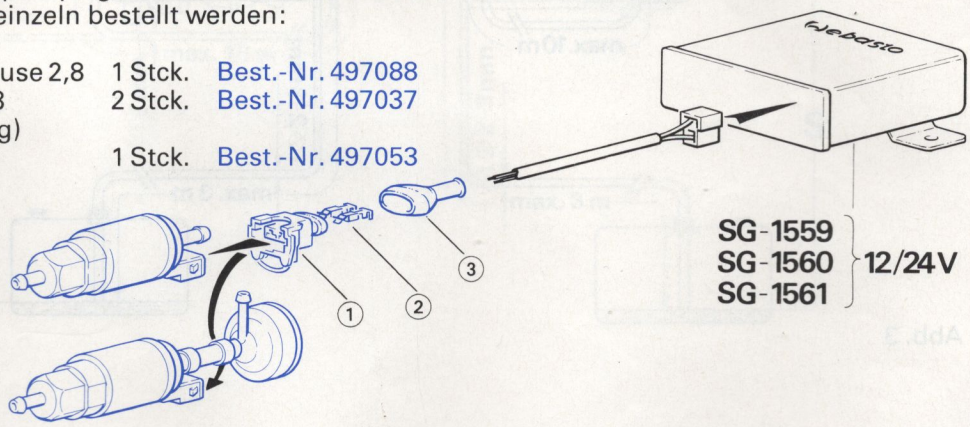

Abb.6
3. Zur Abänderung des bisherigen Kabelbaums zum Anschluß der Dosierpumpe gemäß Abb. 6 können nachfolgende Teile auch einzeln bestellt werden:
①	Steckhülsengehäuse 2,8	1 Stck.	Best.-Nr. 497088
②	Timer-Kontakt 2,8 (Einzelausführung)	2 Stck.	Best.-Nr. 497037
③	Schutzkappe	1 Stck.	Best.-Nr. 497053